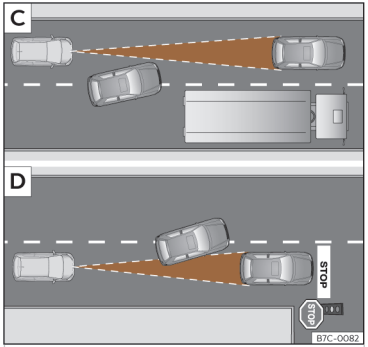

Abb. 134 C Fahrspurwechsel eines anderen Fahrzeugs. D Abbiegendes und weiteres stehendes Fahrzeug.
- Fahrzeuge, die in geringem Abstand auf die eigene Fahrspur wechseln ››› **(Abb. 134)** C.
Es ist möglich, dass ACC nicht auf stehende Fahrzeuge reagiert. Wenn z. B. ein von der ACC erfasstes Fahrzeug abbiegt oder ausschert und sich vor diesem Fahrzeug ein stehendes Fahrzeug befindet, reagiert ACC nicht auf das stehende Fahrzeug ››› **(Abb. 134)** D.